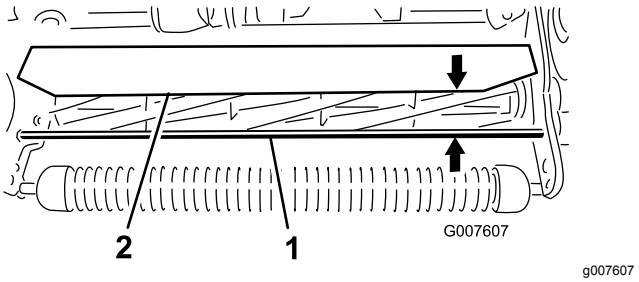

Figur 58
1. Mål afstanden fra toppen af den forreste støttestang til forkanten af afskærmningen i hver ende af klippeenheden (Figur 58).